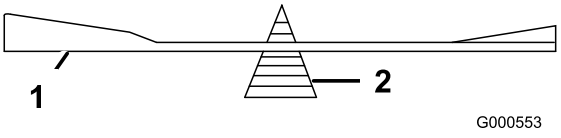

Figur 56
2. Kontroller knivens balance ved at placere den på en afbalanceringsenhed (Figur 56).